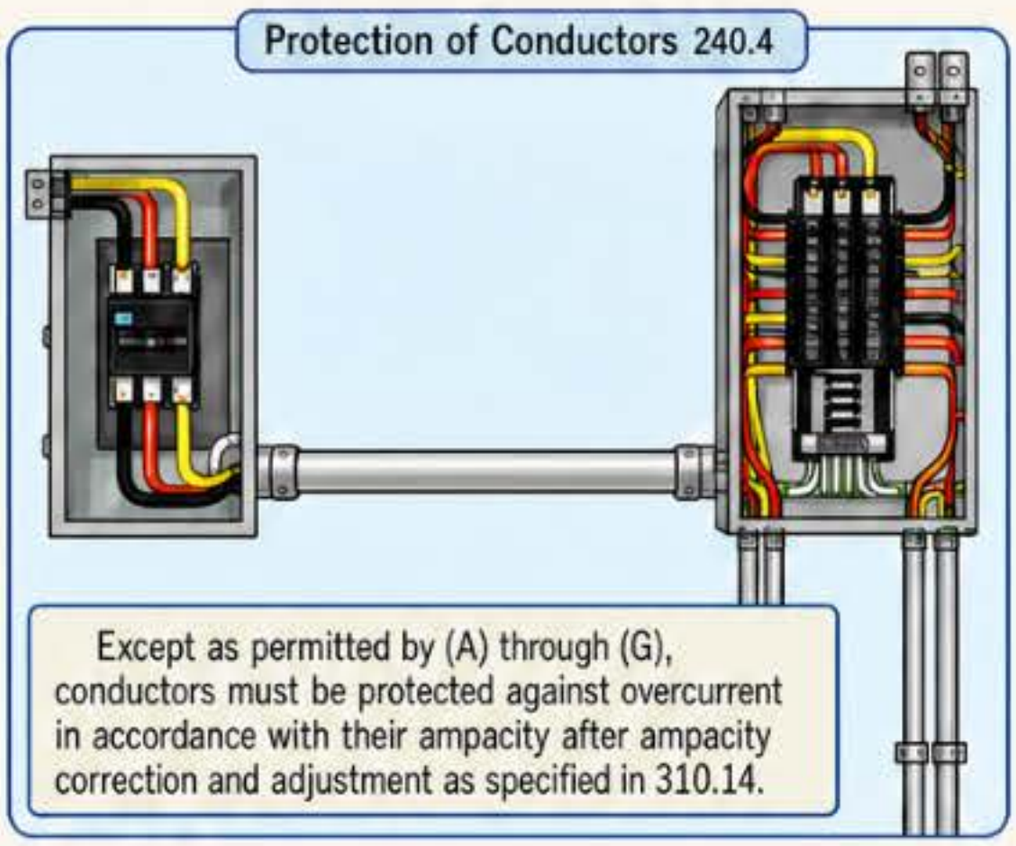

Figure 240–5
Except as permitted by (A) through (G), conductors must be protected against overcurrent in accordance with their ampacity after ampacity correction and adjustment as specified in 310.14. ▶ Figure 240–5